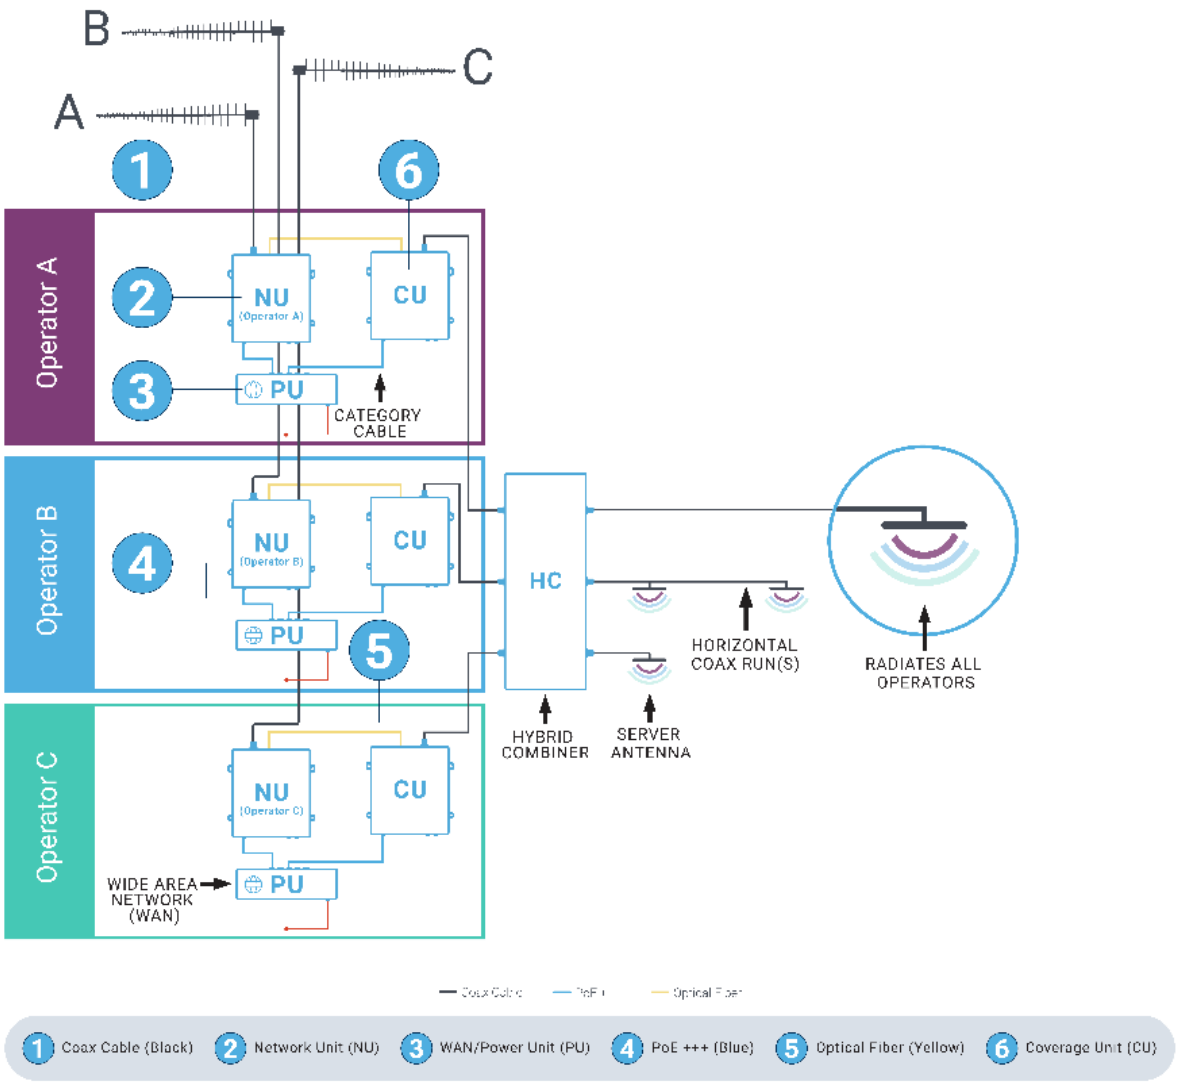

Figure 13: Multi-Operator Setup with Hybrid Combiner – Signals from three operators combined and sent to a shared antenna.
1. **Hybrid Combiner Method** – In this setup, signals from multiple CUs are combined through a hybrid combiner and then distributed to shared server antennas. Figure 13 below shows an example of a three-operator configuration using this method.